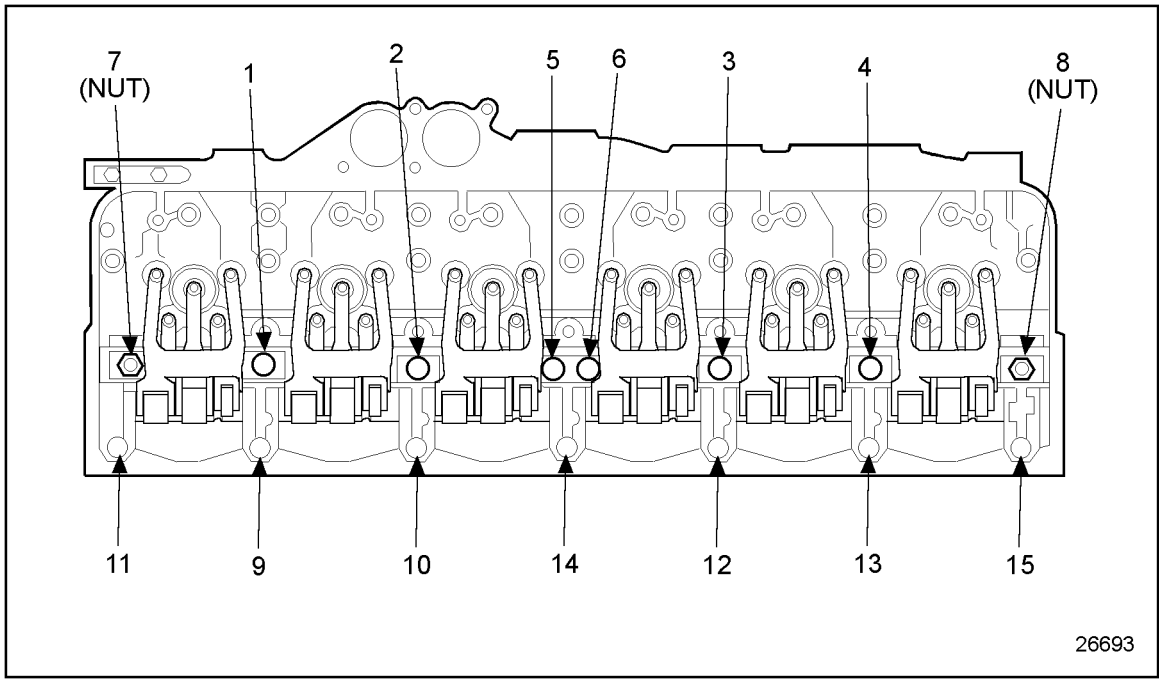

Figure 1-404 Camshaft Cap Bolts and Rocker Arm Shaft Nut Torque Sequence
7. Torque the 11 bolts and two nuts to 101-116 N·m (75-85 lb·ft) using the sequence. See Figure 1-404.